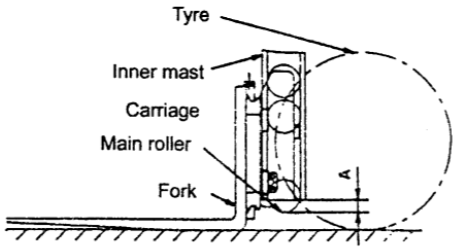

Fig.8.6
(1) Park forklift on horizontal place and let mast vertical.
(2) Put the bottom of fork onto ground, screw the adjustable nut at the end of joint and let main idler wheel come out l/4-l/3 of its radius. See Fig8.6.